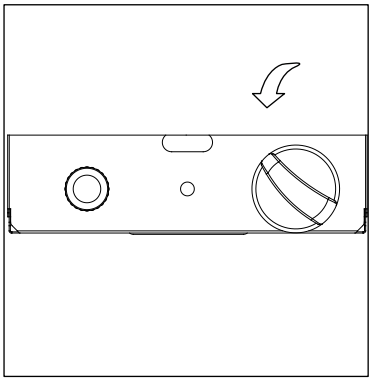

Figure 1
3. Push control knob in and rotate to pilot position (*Figure 1)*.